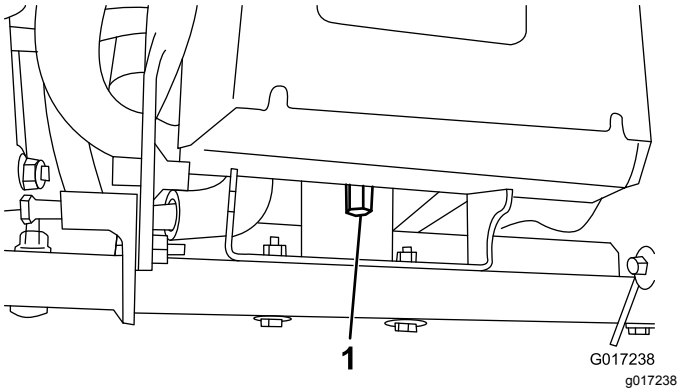

Figur 11
4. Ta bort den långa muttern som fäster batteribasens baksida vid maskinramen (Figur 11).